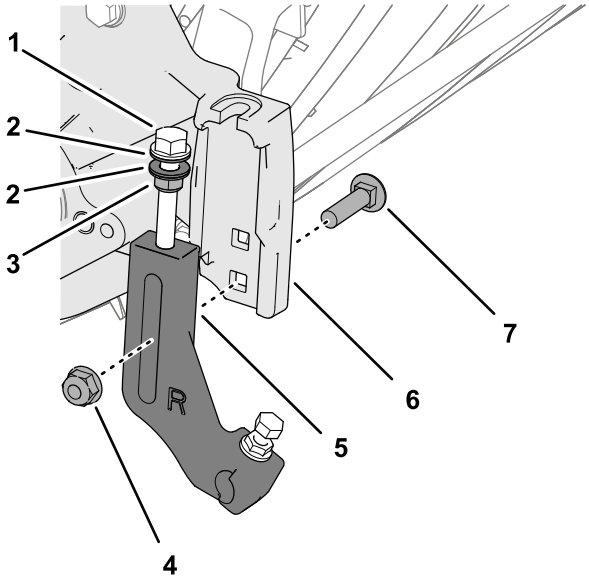

Figur 7
1. Bruk det nedre firkantede hullet i sideplatens klippehøydestøtte, og monter løst en brakett for høy klippehøyde til sideplaten (Figur 7) med en låsemutter (⅜ tomme) og låsebolten som du beholdt i trinn 3 i Fjerne klipphøydebrakettene (side 2).